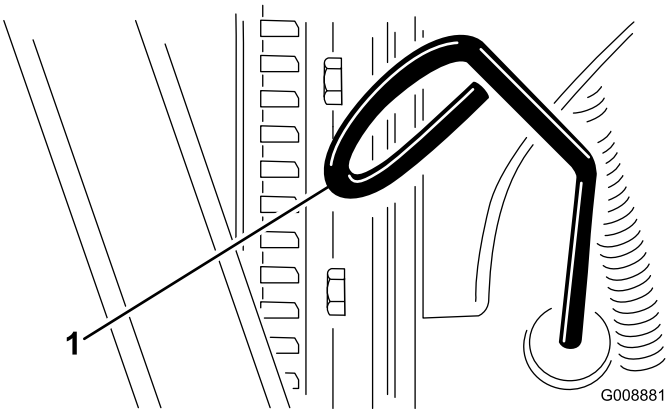

Figur 21
3. Ta ut peilestaven, tørk den ren og sett den tilbake på plass (Figur 21).